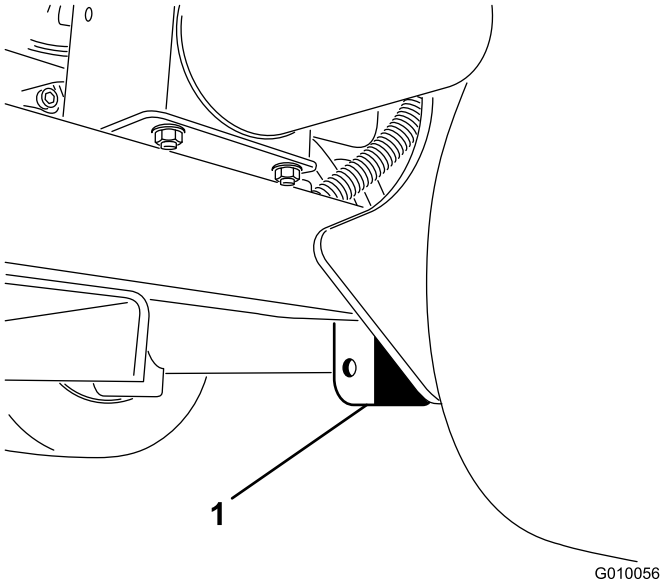

**Figur 41**
2. Placera domkraften på ett säkert sätt under ramplattan, precis innanför bakhjulet (Figur 41).